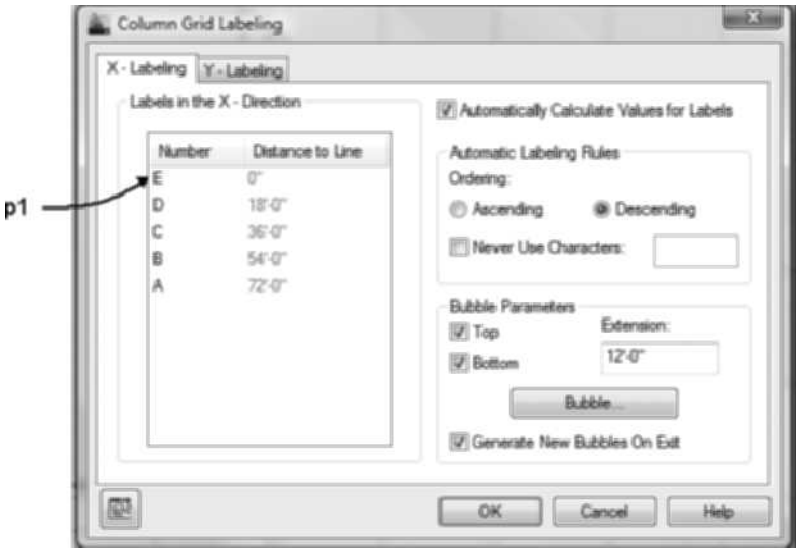

FIGURE 13.39 *X-Labeling of the column grid*
4. Select the column grid line and choose **Label** from the Label panel of the Column Grid contextual tab. Edit the **X-Labeling** tab: Check **Automatically Calculate Values for Labels**; select the **Descending** radio button; for Bubble parameters, check **Top** and **Bottom**; set Extension = **12'-0" [3500]**; and select **Generate New Bubbles on Exit**. Click in the **Number** column and type **E** in the field as shown at **p1** in Figure 13.39.